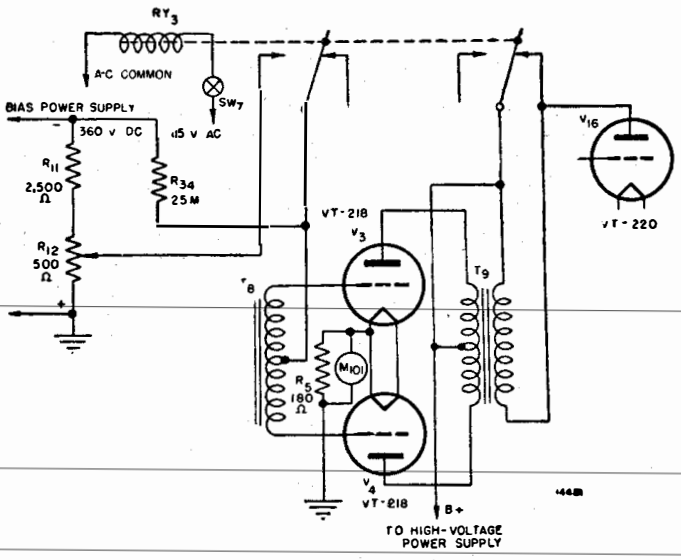

Figure 75. Phone-continuous wave switching relay RY_3—functional diagram.
b. Phone-continuous Wave Switching Relay RY_3 (fig. 75). Relay RY_3 is a double-pole, double-throw relay located on the modulator deck of the transmitter. This relay operates in conjunction